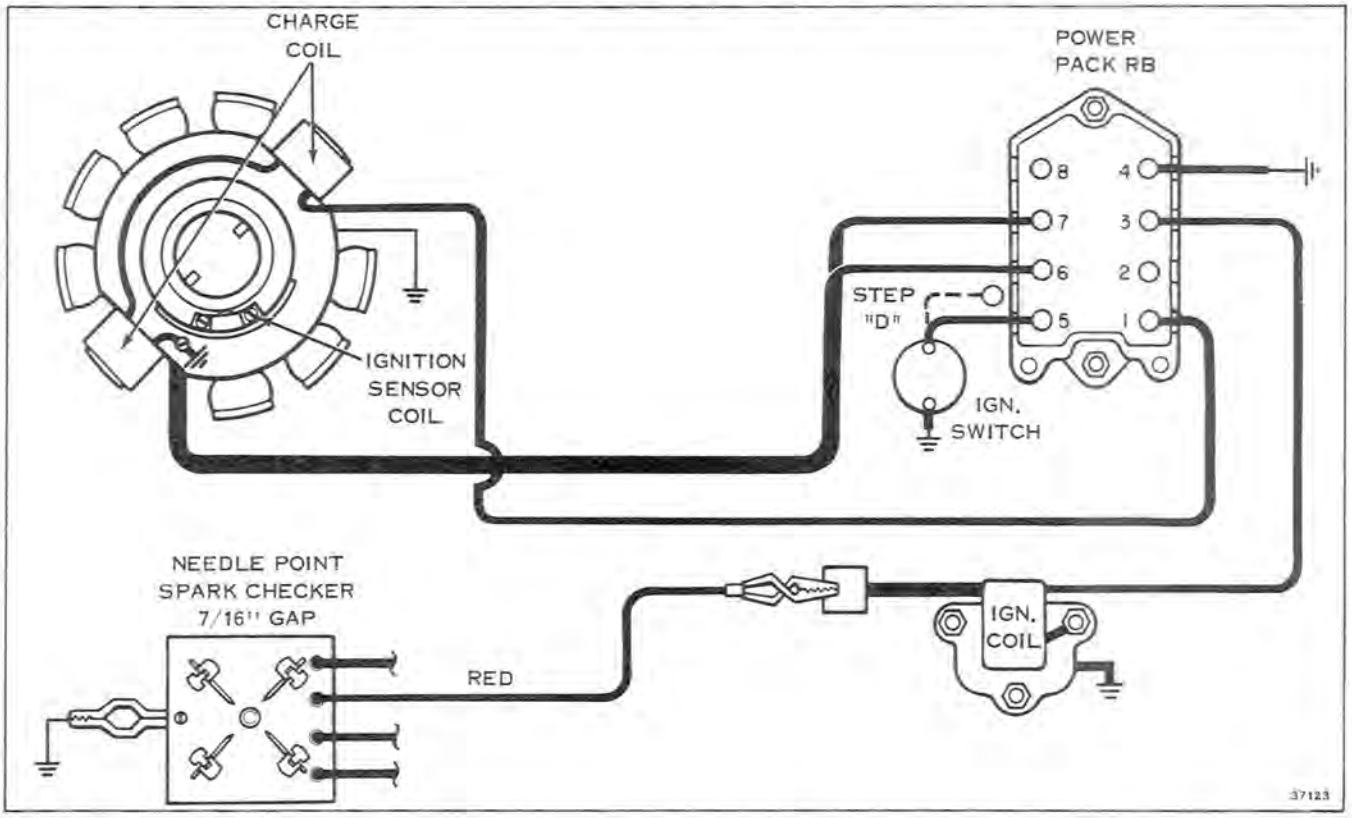

Figure 7-11
B. If weak, erratic, or no spark, disconnect ignition switch lead on Power Pack terminal #5. See Figure 7-11. Repeat test, cranking engine with rope.